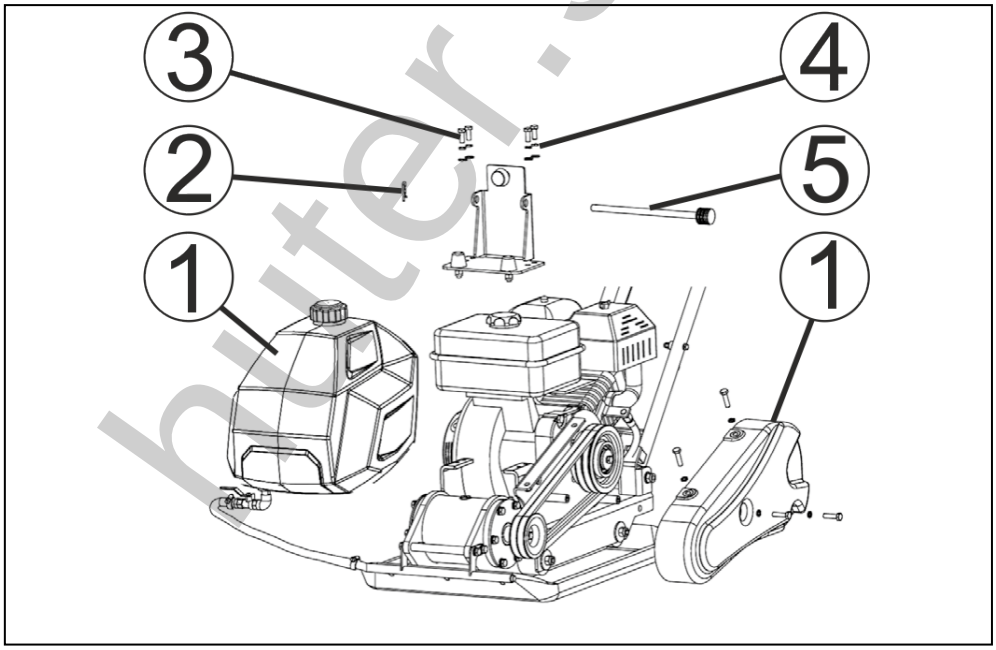
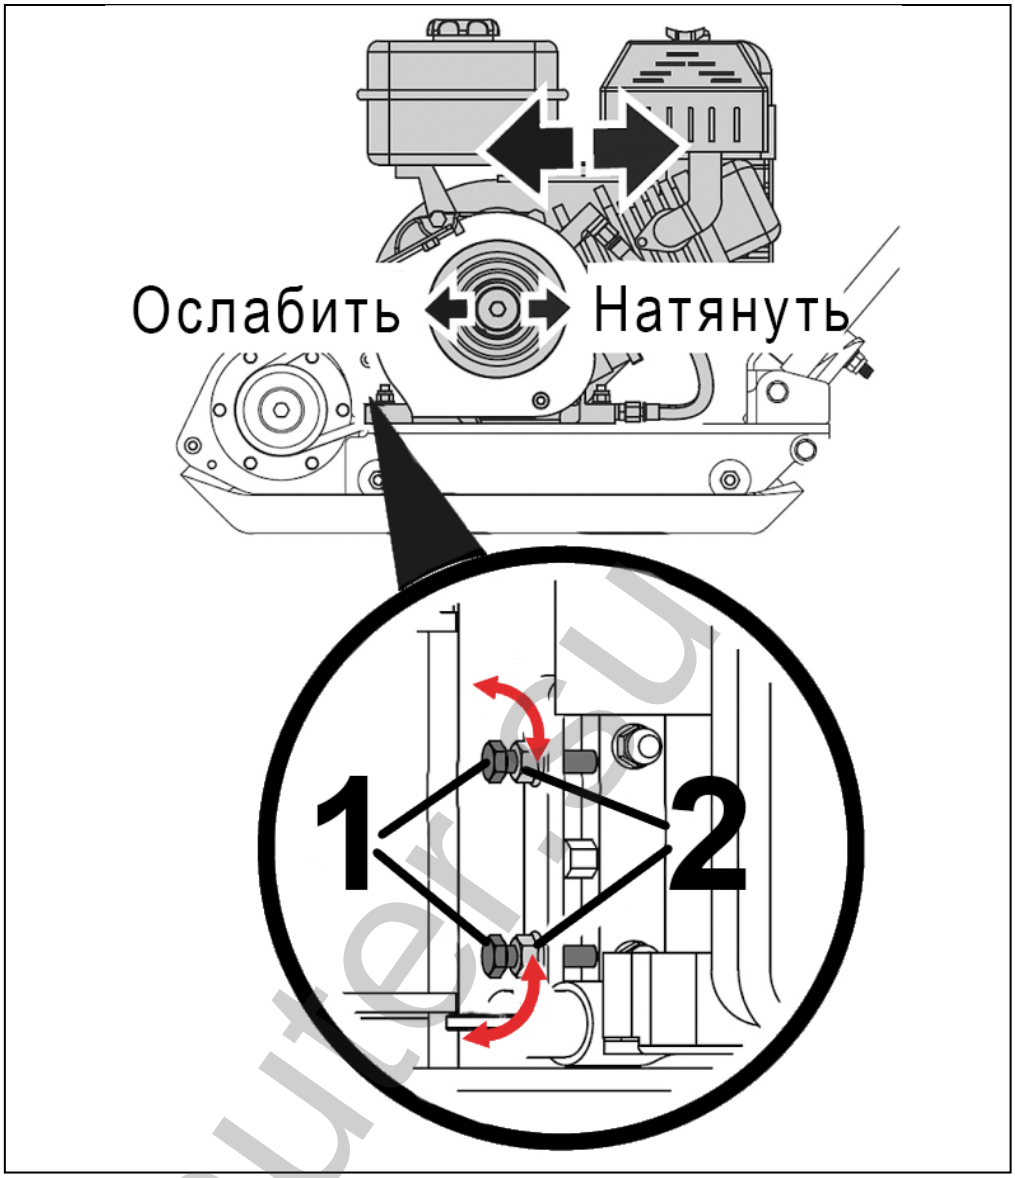

Рис. 22. Частичный разбор для обслуживания ремней.
Рис. 23. Регулировка натяжения ремней.
- для моделей с баком - извлечь шплинт (2), вытянуть шток (5), снять бак (1) для воды и отложить его в сторону (Рис. 22);
- открутить болты (3) крепления кронштейна (4) и снять кронштейн (4) с рамы виброплиты;
- для натяжения ремней ослабьте затяжку гаек (2), после чего закрутите болты (1) натяжного устройства (Рис. 23);
2. Снять бак для воды и отложить его в сторону (Рис. 22).
3. Открутить болты крепления и снять кронштейн бака с рамы виброплиты (Рис. 22).